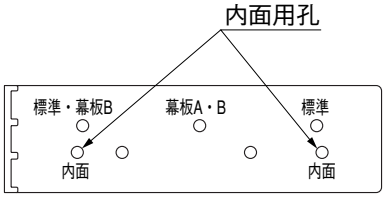

図4-4　固定ネジ治具
- 床板目地ピッチは約5mmです。付属の固定ネジ治具を利用してください。（図4-4参照）
❼ 床板間に固定ネジ治具をはさみ、「内面」と刻印してある下孔を使い（図4-4参照）、床板にφ4.5下孔とφ9サラ取りをしてください。
❽ 内面床板を根太に、「φ4×65サラピアスネジ」で固定してください。